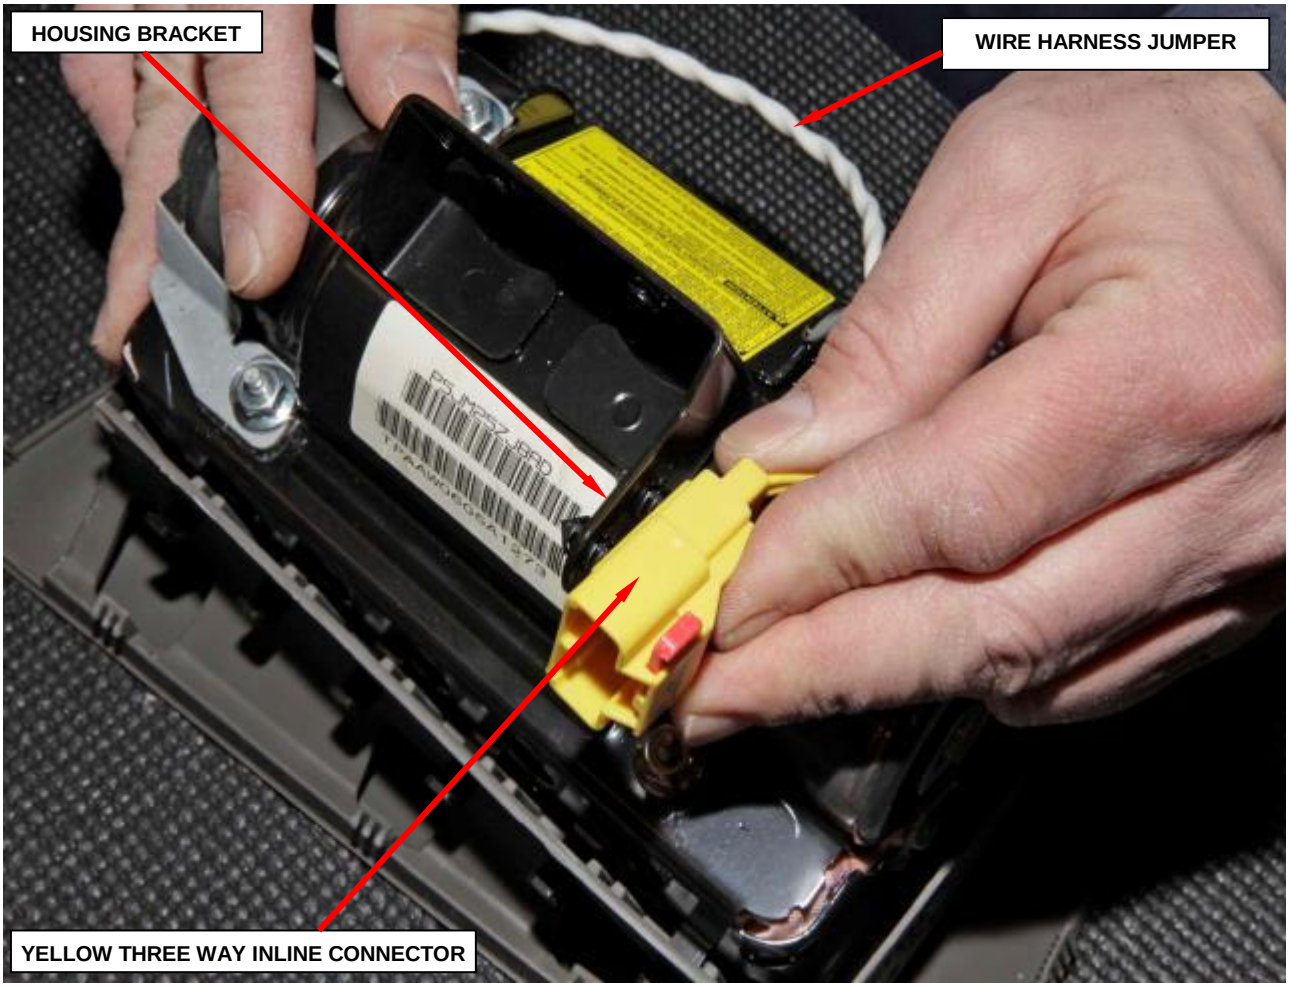

**Figure 45 – Inflator Connectors**
d. Release the yellow three way inline connector from the housing bracket (Figure 45).
j. Install the yellow three way inline connector to the housing bracket (Figure 45).